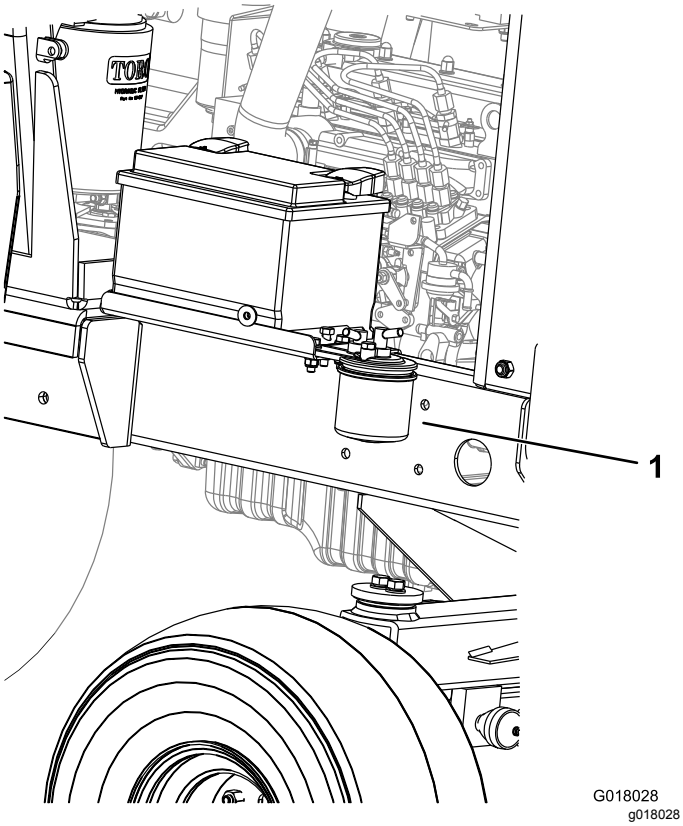

Figur 47
1. Sätt en ren behållare under bränslefilterskålen (Figur 47).